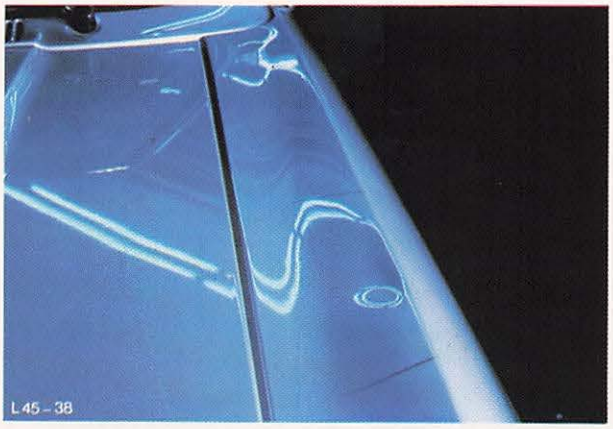

Abb. 7 Schadstelle am Vorderkotflügel
A. *Schadstelle am Vorderkotflügel, Abb. 7.*